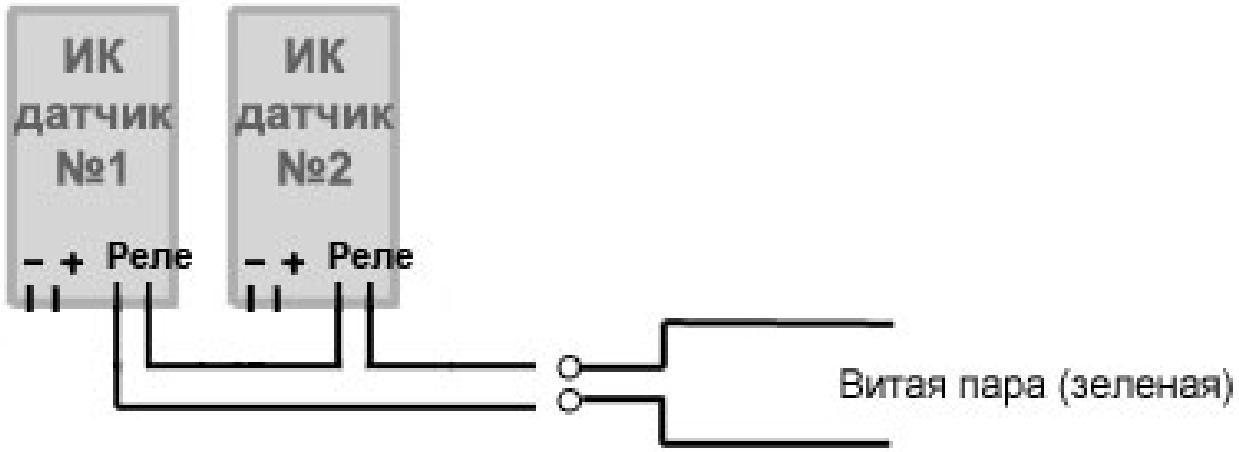
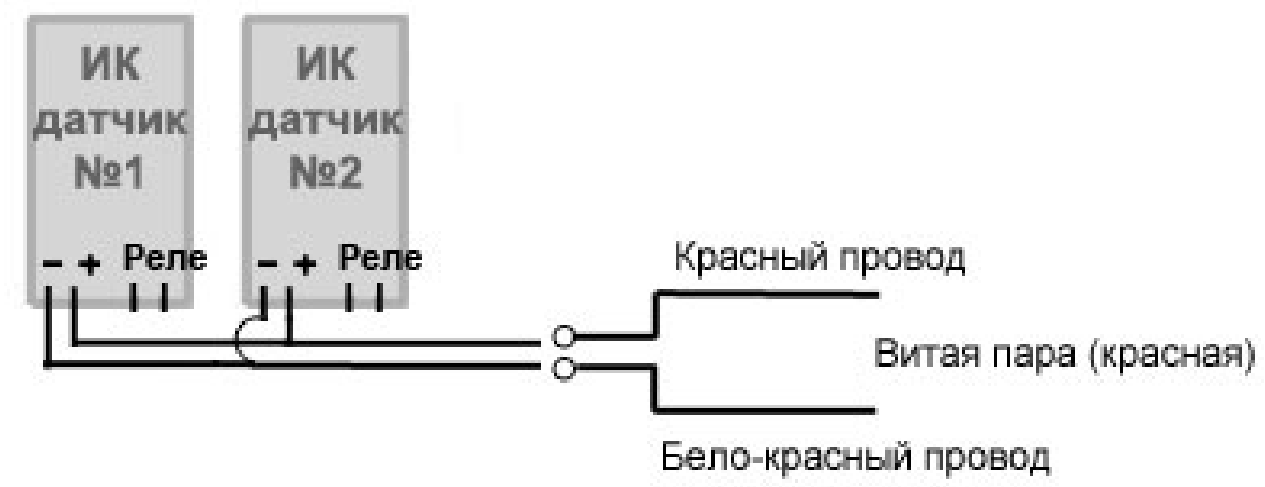

Рис. 3. Схема подключения релейных контактов ИК датчиков движения к сигнализации.
Рис. 4. Схема подключения контактов питания ИК датчиков движения к сигнализации.
2.6 К основному блоку сигнализации можно подключить несколько ИК датчиков движения. Подключение релейных контактов датчиков движения к выводам основного блока сигнализации приведено на Рис. 3. Подключение контактов питания датчиков движения к выводам основного блока сигнализации приведено на Рис. 4.